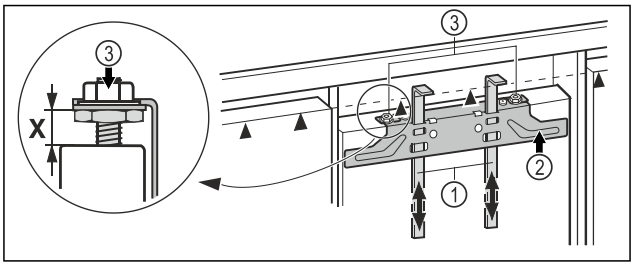

*Fig. 58*
▶ Push the assembly aids *Fig. 58 (1)* up to unit door height. Lower stop edge ▲ of the assembly aid = upper edge of the unit door to be assembled.
▶ Unscrew the fastening bar *Fig. 58 (2)* using the lock nuts *Fig. 58 (3)*.